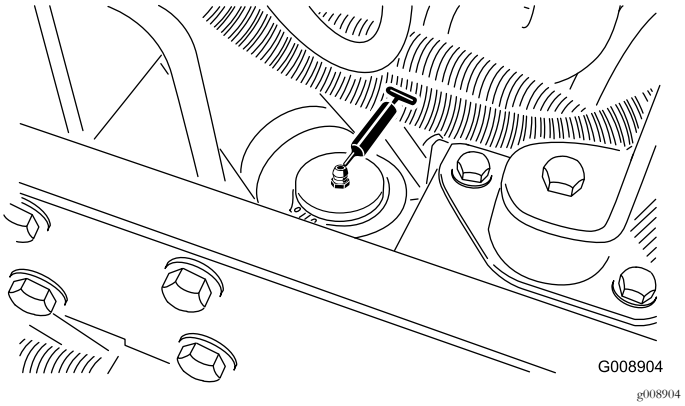

Figur 60
- Styretøjscylinder (Figur 60).